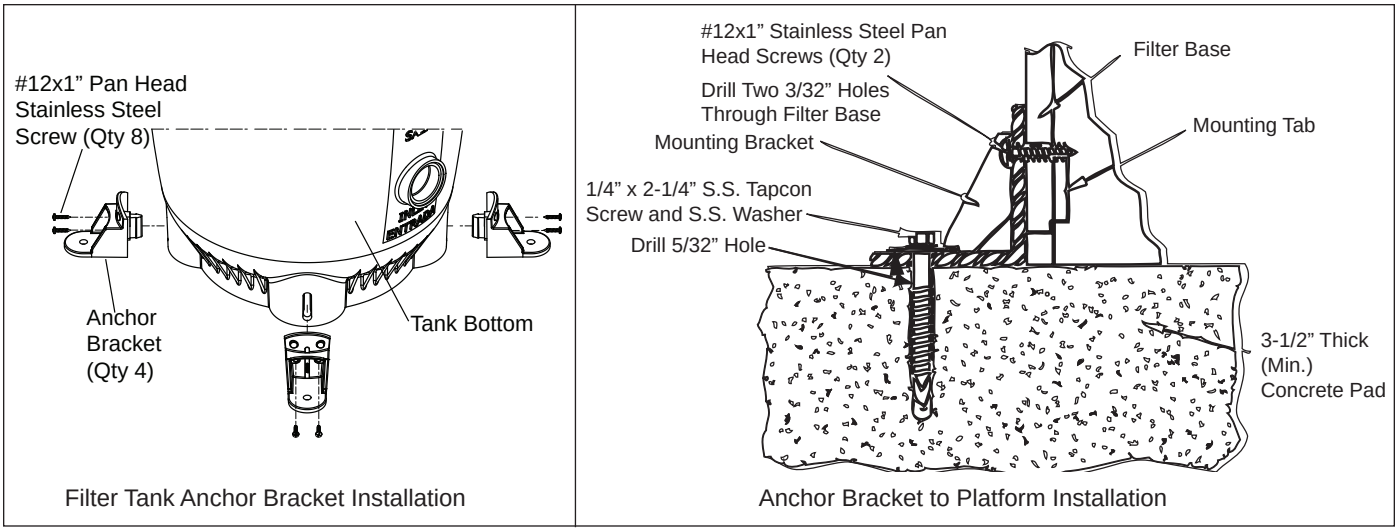

Figure 3. Anchor Bracket Installation
Install the Tapcon® screws and washers through each of the four (4) anchor brackets to secure the filter to the equipment pad. See Figure 3. **Do not over-torque the screws**.